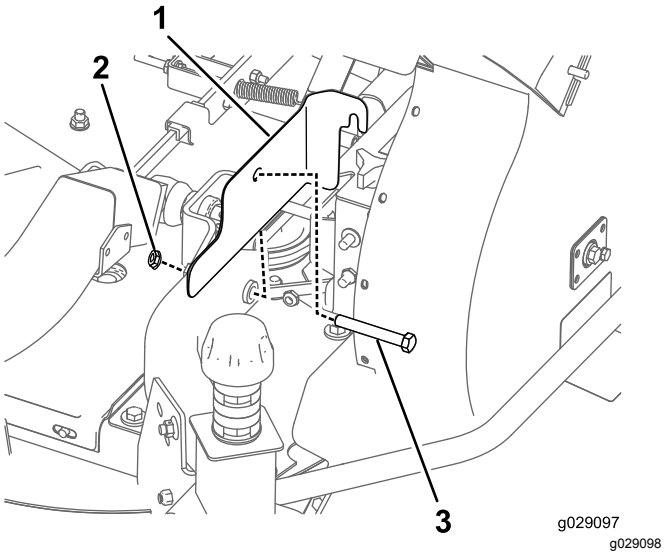

Figure 25
1. Install the belt guard onto the machine (Figure 25).